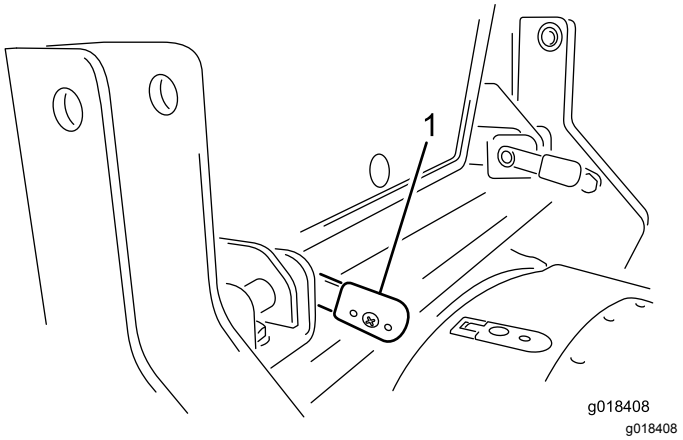

Figur 23
4. Når spakene er ført helt inn, drei dem bakover for å låse dem i stilling (Figur 23).